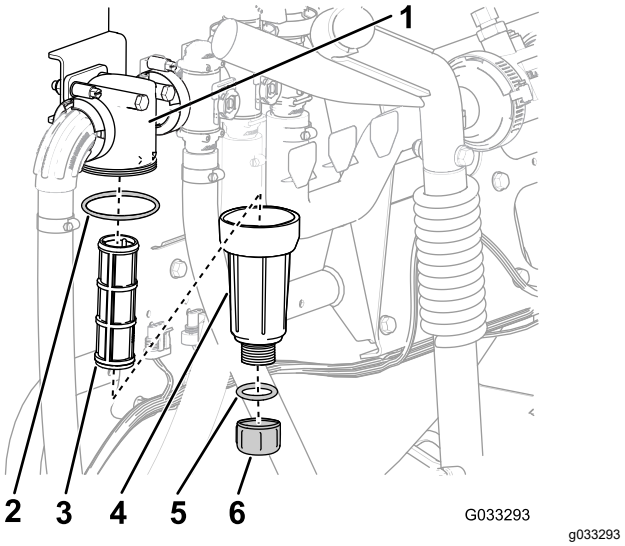

Figuur 61
2. Plaats een opvangbak onder het drukfilter (Figuur 61).
3. Draai de aftapplug linksom en neem ze van de bak van het drukfilter (Figuur 61).
4. Draai de bak linksom en verwijder deze van de filterkop (Figuur 61).
5. Verwijder het oude drukfilterelement (Figuur 61).
6. Controleer de O-ring voor de aftapplug (in de bak) en de O-ring voor de bak (in de filterkop) op schade en slijtage (Figuur 61).
7. Monteer het nieuwe drukfilterelement in de filterkop (Figuur 61).
8. Maak de bak handmatig vast op de filterkop (Figuur 61).
9. Maak de plug met de hand vast op de bak (Figuur 61).